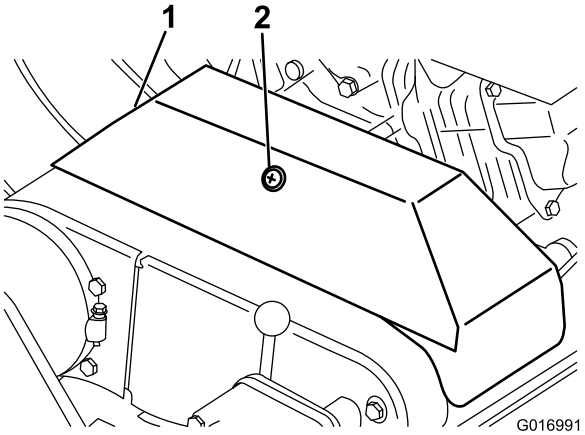

Figura 43
2. Desaperte a fixação que prende a cobertura da correia em V e incline a abertura da cobertura (Figura 43).